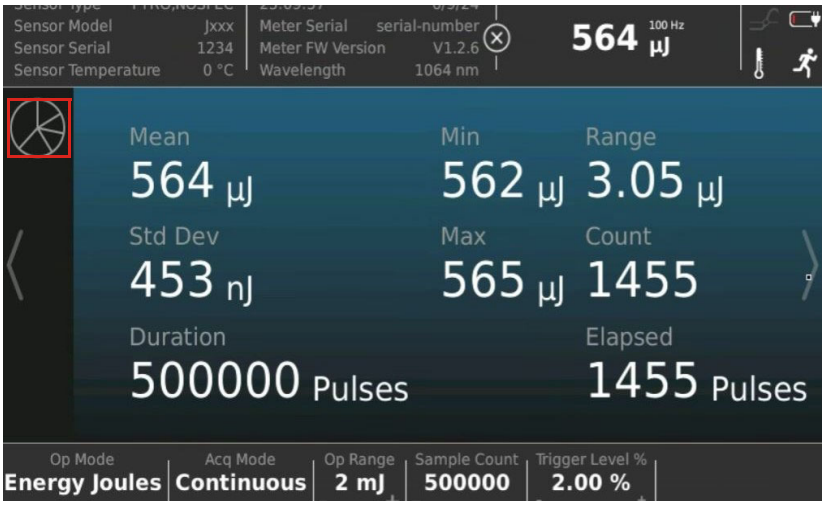

Figure 6-13. Statistics View
3. To adjust the statistics that are displayed, press the **Statistics Selection** button at the top left. Refer to the highlighted example in Figure 6-13.